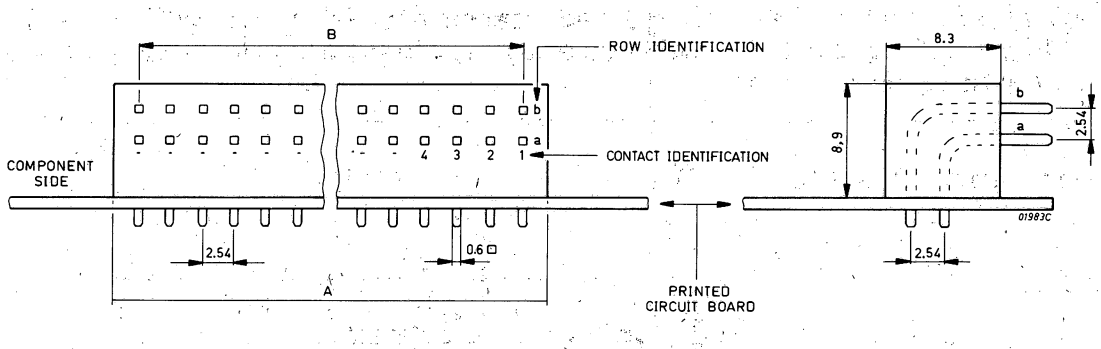

Figure 1.7 TOP VIEW AND SIDE VIEW OF DEVICE CONNECTOR
The device connectors are drawn in Figure 1.7.
* See Figure 1.7.